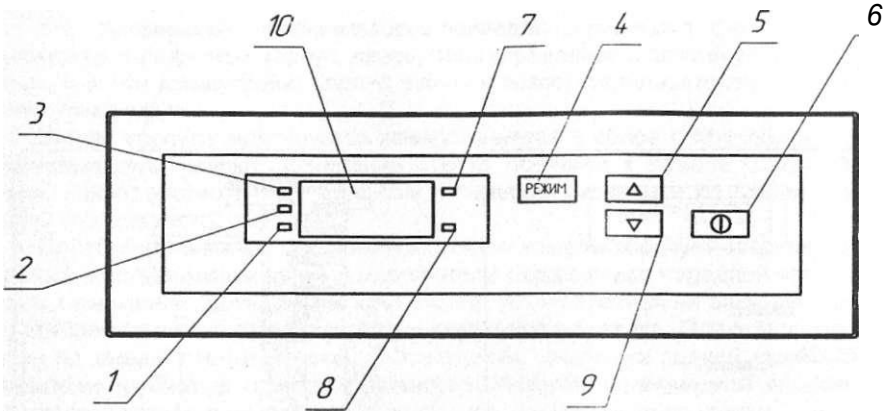
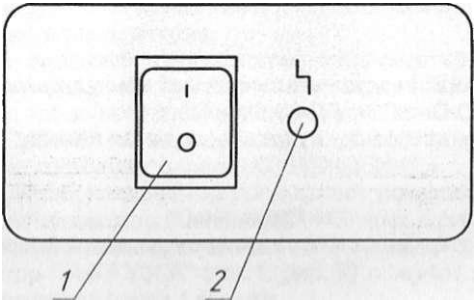

Рисунок 2 - Расположение органов управления стерилизатором на блоке управления
Рисунок 3 - Расположение органов управления стерилизатором на силовой панели
Управление процессом стерилизации осуществляется с панели блока управиония (см. рисунок 2). Датчик температуры размещён внутри стерилизационной каморы и подключен к плате управления и индикации. Термодатчик реле температуры. предназначенного для защиты медицинских изделий от перегрева при неисправностях в электрической схеме, размещен на задней стенке камеры.
Установить выключатель (поз.1, рис. 3) в положение "I". На блоке управления загорится индикатор (поз.7, рис. 2), показывающий текущую температуру в стерилизационной камере.
При достижении заданной температуры стерилизатор переходит в фазу «СТЕРИЛИЗАЦИЯ». Включается светодиодный индикатор "СТЕРИЛИЗАЦИЯ" (поз. 3, рис. 2), информационное табло попеременно индицирует время выдержки и текущую температуру в камере. Происходит выдержка при заданной температуре, по истечении которой стерилизатор переходит в фазу «ОХЛАЖДЕНИЕ».
В фазе «ОХЛАЖДЕНИЕ» индикатор продолжает показывать изменение температуры в камере и горит индикатор "ОХЛАЖДЕНИЕ" (поз.2, рис. 2). Температура в камере падает. При понижении температуры до 75°С гаснет индикатор "ОХЛАЖДЕНИЕ", загорается индикатор "ВЫГРУЗКА" (поз. 1, рис. 2) и звучит прерывистый звуковой сигнал, который выключается через 1 минуту.
2.3.3 Установить выключатель (поз.1, рис. 3) в положение " I " . На блоке управления загорится индикатор (поз.7, рис. 2), показывающий текущую температуру в стерилизационной камере.
В алгоритм управляющей программы стерилизатора заложена возможность автоматического запуска прерванной (в результате кратковременного пропадания питающего напряжения) программы. Если после включения произошел автоматический запуск программы, то для ее остановки необходимо нажать на поле "(T)" (поз.6, рис.2) и удерживать в течение 3 секунд.
2.3.5 Для запуска выбранной программы кратковременно (не более 2 сек) нажать на поле "(D" (поз.6, рис. 2). При этом включится вентилятор принудительной циркуляции воздуха внутри стерилизационной камеры и стерилизатор перейдет в фазу «ПОДГОТОВКА». Информационное табло индицирует изменение температуры в камере. Происходит нагрев до установленного значения температуры.
При необходимости запущенную программу можно остановить, нажав на поле "(T)" (поз.6, рис.2) и удерживать в течение 3 секунд. Эту остановку можно выполнить в любой фазе стерилизации.
2.3.6 При достижении заданной температуры стерилизатор переходит в фазу «СТЕРИЛИЗАЦИЯ». Включается светодиодный индикатор "СТЕРИЛИЗАЦИЯ" (поз.3, рис. 2), информационное табло попеременно индицирует время выдержки и текущую температуру в камере. Происходит выдержка при заданной температуре, по истечении которой стерилизатор переходит в фазу «ОХЛАЖДЕНИЕ».
2.3.7 В фазе «ОХЛАЖДЕНИЕ» индикатор продолжает показывать изменение температуры в камере и горит индикатор "ОХЛАЖДЕНИЕ" (поз.2,рис. 2). Температура в камере падает.
2.3.8 При понижении температуры до 75°С гаснет индикатор "ОХЛАЖДЕНИЕ", загорается индикатор "ВЫГРУЗКА" (поз.1, рис. 2) и звучит прерывистый звуковой сигнал, который выключается через 1 минуту.
2.3.10 По окончании работы стерилизатор установить выключатель в положение **"О"** (поз.1, рис.3).